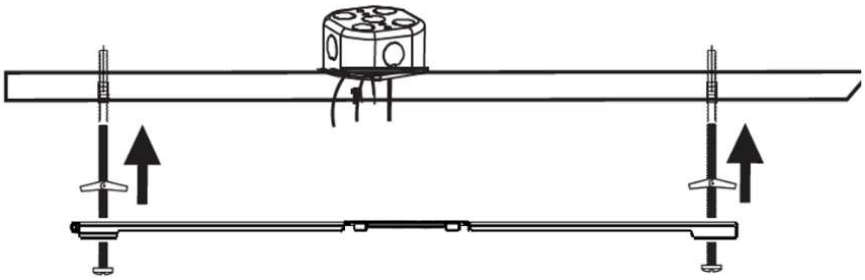

Figure 5B
- L'écrou à bascule est plié et rabattu dans chacun des trous percés, voir Figure 5B.